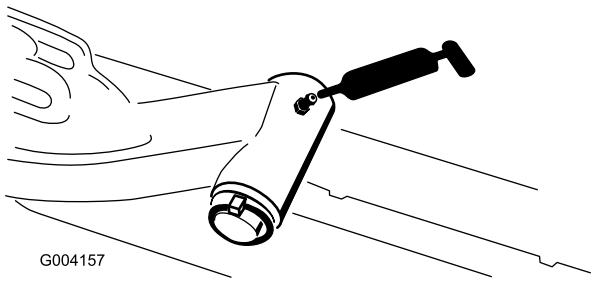

Figur 32
- Svingaksel for løftearm (1 hver) (Figur 32)